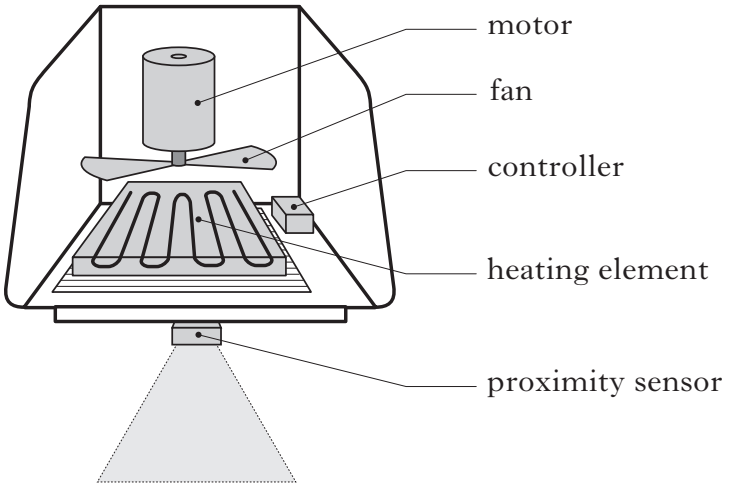

Figure Q5
5. The automated hand dryer shown in Figure Q5 consists of a controller, a proximity sensor, a heating element and a motorised fan.